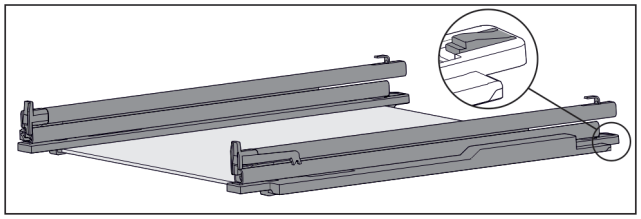

*Fig. 197 Placă de sticlă cu șine și piese de fixare*
▶ Apăsați în jos piesa de fixare din spate (vezi Fig. 197) și, în același timp, împingeți șina înapoi.